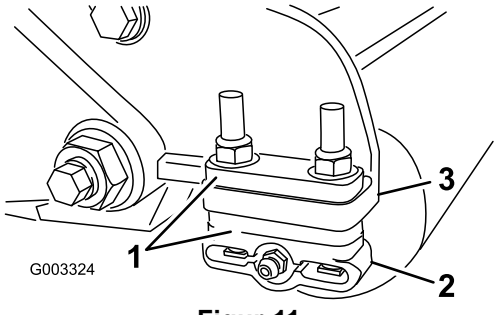

Figur 11
1. Justera de bakre rullfästena (Figur 11) till den önskade klipphöjden genom att placera det nödvändiga antalet distansbrickor nedanför sidoplåtens monteringsfläns (Figur 11) enligt klipphöjdsdiagrammet.